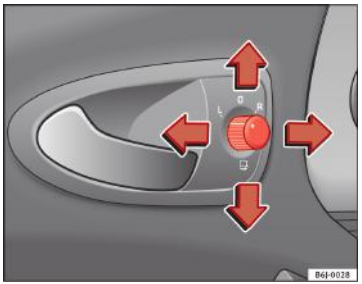

Fig. 68 Butoanele pentru reglarea oglinzilor exterioare
1. Rotiți butonul ⇒fig. 68 în poziția **L** (**oglinda exterioară din stânga**).
– Pentru plierea oglinzilor exterioare, rotiţi butonul ⇒ fig. 68 în poziţia . Pliaţi întotdeauna oglinzile exterioare când traversaţi o spălătorie automată. În acest mod preveniţi deteriorările.